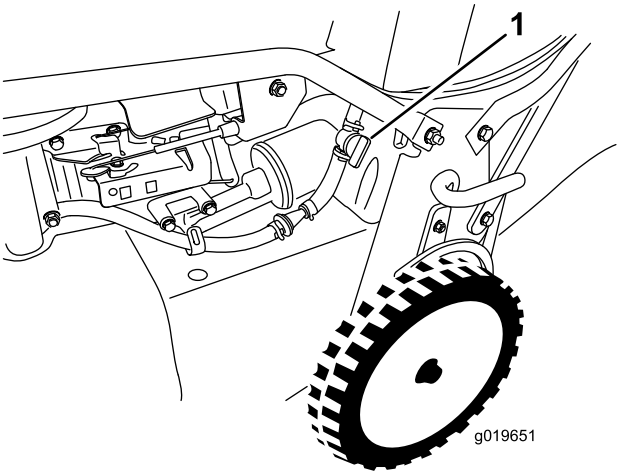

Figuur 15
2. Open de brandstofafsluitklep (Figuur 15).